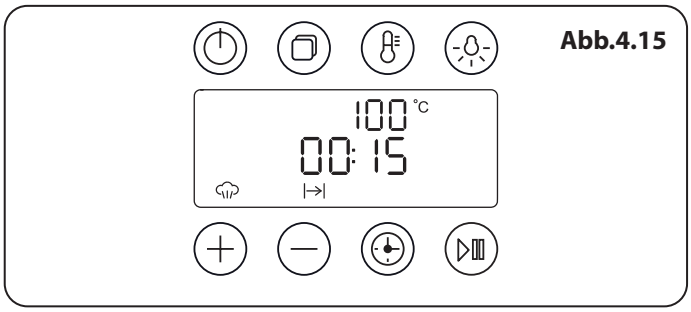
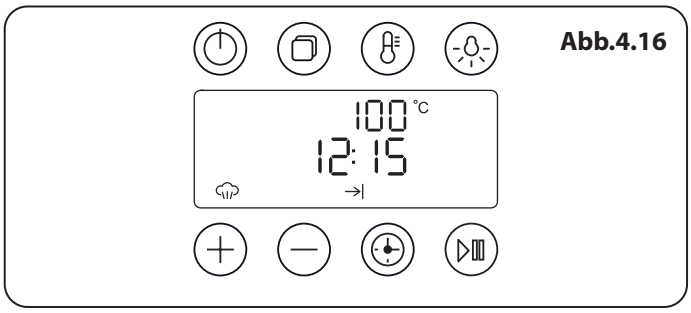

Abb.4.15
Abb.4.16
4. Berühren Sie die Start/Pause-Taste. Das Display zeigt nun die Garzeit (**Abb.4.15**) und die Abschaltzeit an (**Abb.4.16**).